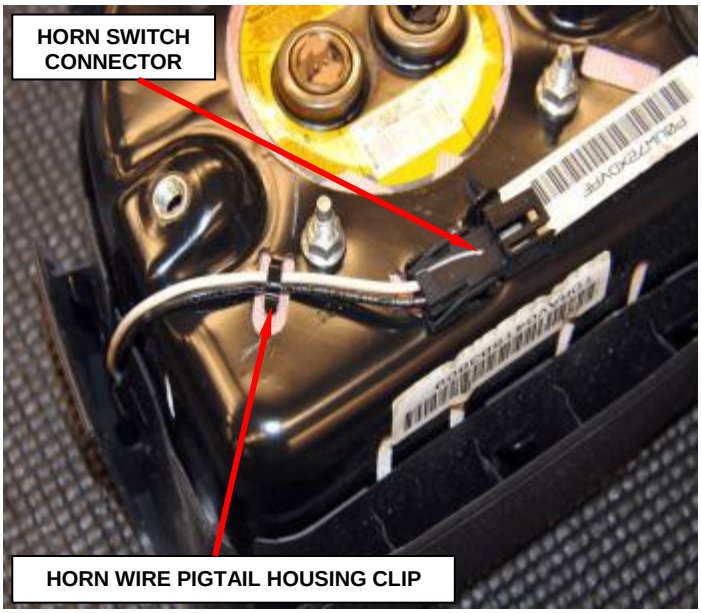

Figure 66 – Horn Connector
10. Remove the horn switch connector from the housing (Figure 66).
11. Remove the horn wire pigtail from the housing clip (Figure 66).